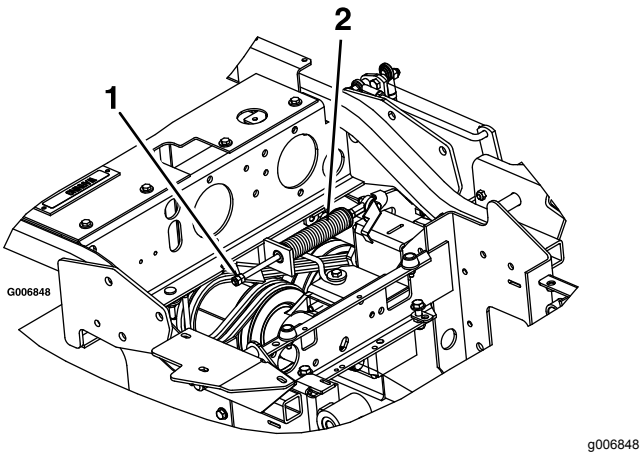

Figur 67
3. Find bremsefjederen, og skru de to kontramøtrikker ud til enden af bremsefjederens stang (Figur 67).